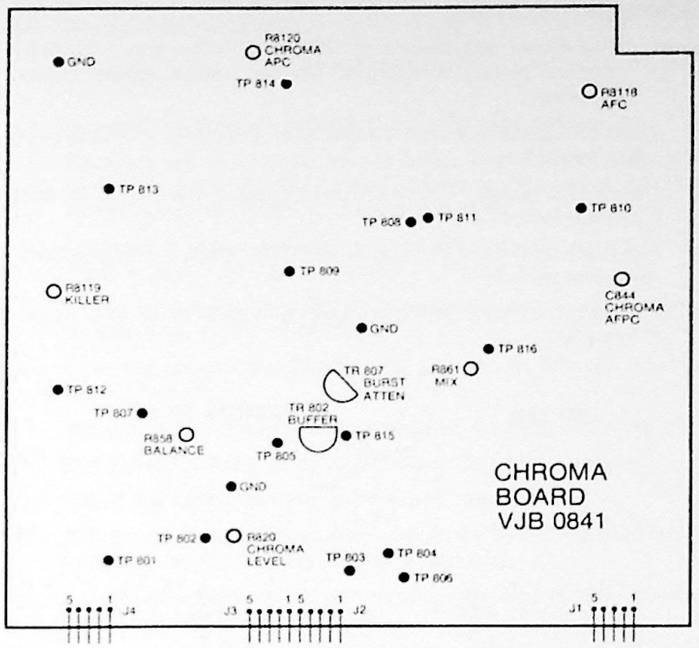

Figure 39. Chroma Board
2-μs Pulse (Figures 39, 42)
2.517-MHz AFC (Figures 39, 43)
3.58-MHz Variable Crystal Oscillator APC (Figure 39)
3.58-MHz Crystal Oscillator (Figure 39)
Chroma Modulator Balance (Figures 39, 44)
2. Ground the base of TR 820 (Chroma Board, Figure 39).